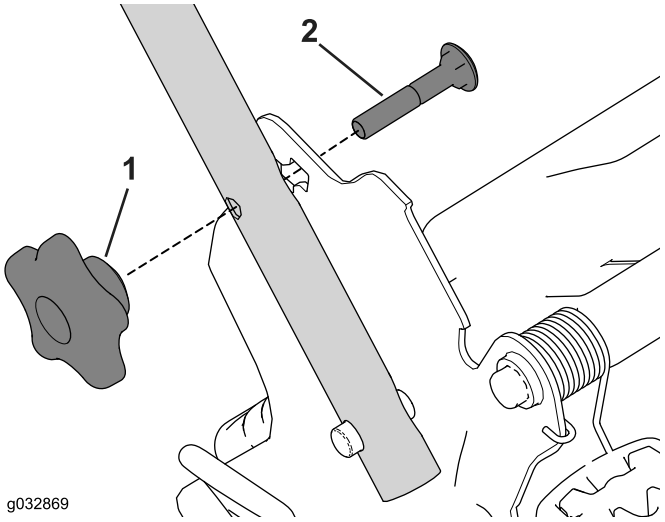

Figuur 27
1. Verwijder en bewaar de 2 handgreepknoppen en 2 slotbouten van de handgreepbeugels (Figuur 27).